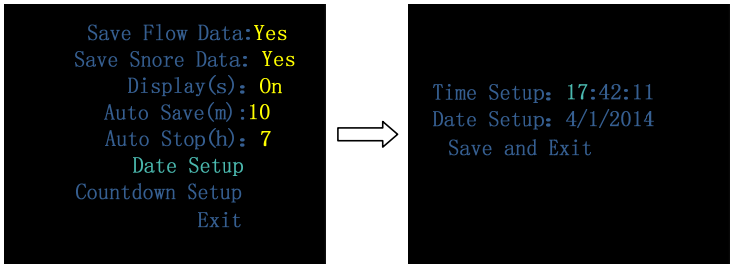

Figure 1-14 “Date Setup” interface
- **Date Setup**, allowing users to set time and date according to their needs. Select "Save and Exit" to exit the "Date Setup" interface, as shown in Figure 1-14.